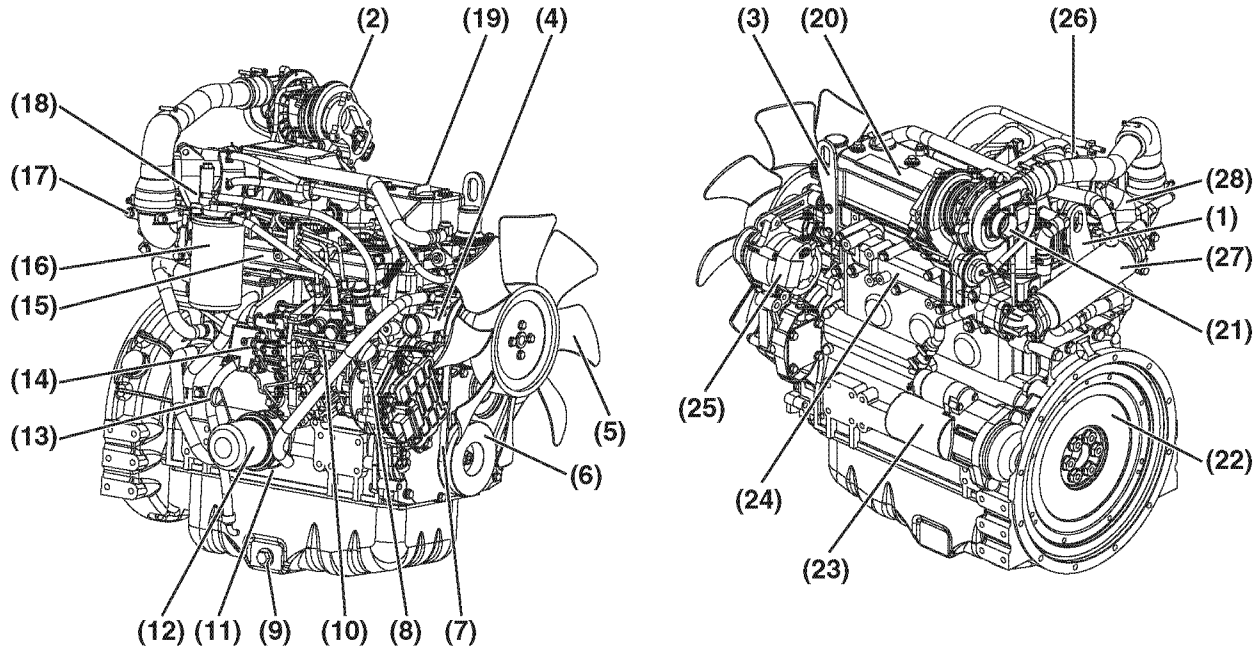

*Figure 3*
**Figure 3** shows where major direct injection engine components are located.